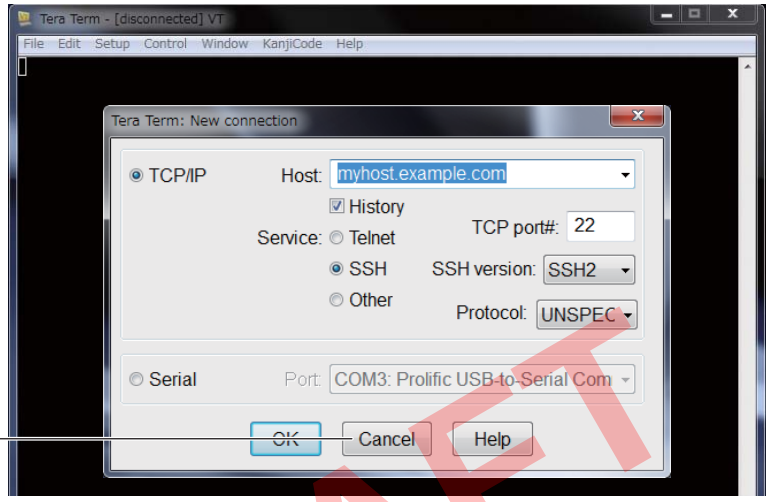

Fig. 3
1. When the Tera Term is activated, the screen appears as shown below. (Fig. 3)
Click on [Cancel] to close the “new connection” screen. (Fig. 3)
1. テラタームを起動すると、下記の画面が表示されます。(Fig. 3)
[キャンセル] をクリックして、“新しい接続” 画面を閉じます。(Fig. 3)